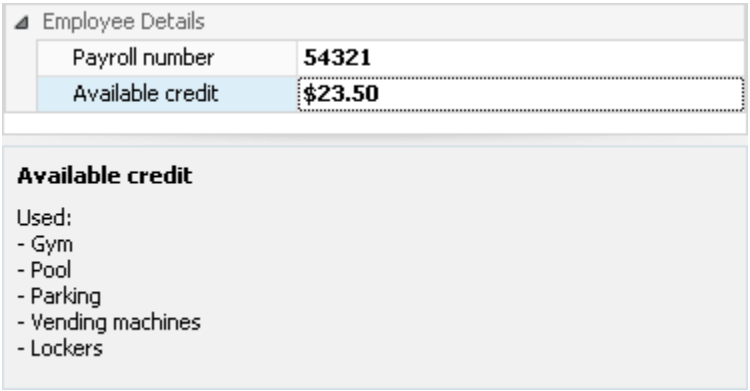

Figure 99
- Powered modules – Date & Time the last service / battery change. (*Figure 99*)
- All modules – Photo / map of physical location of modules. (*Figure 99*)